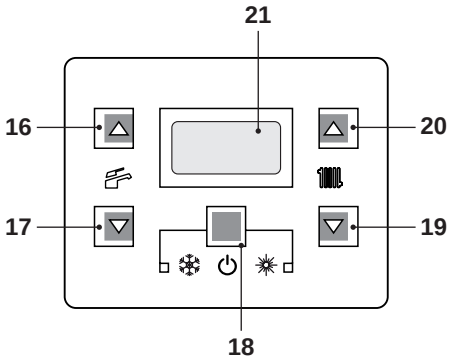
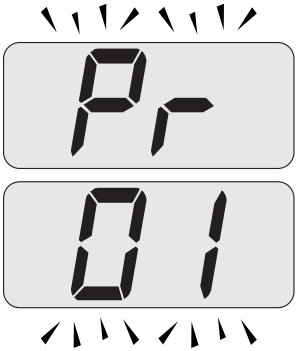

Figura 9.28
Figura 9.29
- Entrare in ”modalità programmazione” premendo contemporaneamente per 10 secondi i tasti 18 - 19 - 20 (Figura 9.28) fino a far apparire sul display LCD le lettere **Pr** che si alternano con il codice **01** indicanti l’entrata nel ”parametro 01" (Figura 9.29).
- Premere contemporaneamente i tasti 18 e 20 (Figura 9.28) fino a far apparire sul display LCD il valore del parametro 01 (Figura 9.30) (97=**M263V.2025 SM/..** o 98=**M263V.3035 SM/..**).
- Premendo contemporaneamente i tasti 18 e 19 (Figura 9.28) si esce senza modificare il valore (ritorno alla lista parametri Figura 9.29)
- Premendo contemporaneamente per 10 secondi i tasti 18 - 19 - 20 (Figura 9.28) si esce dalla ”modalità programmazione”.